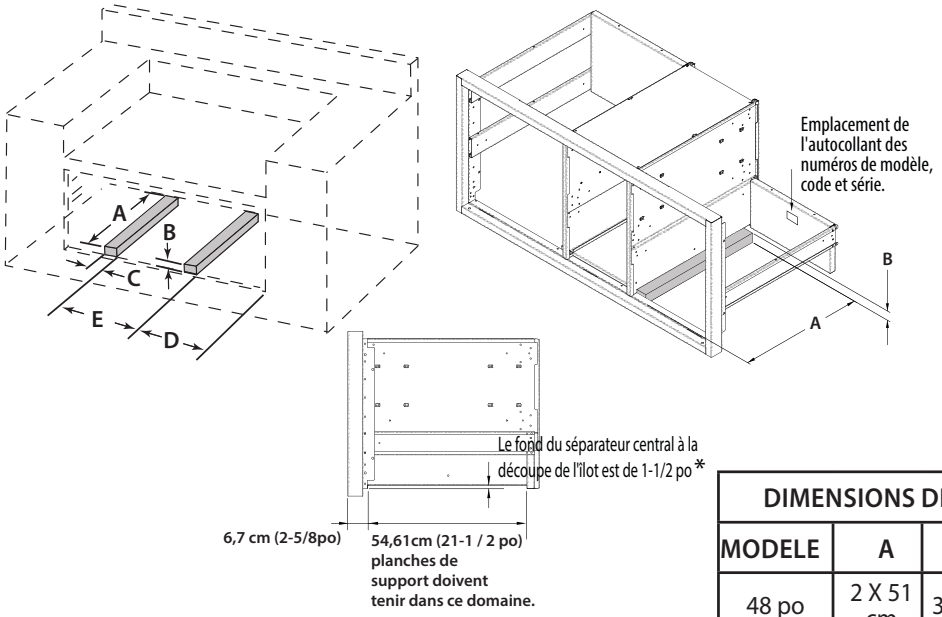

Fig. 4A
2. Placez des pièces 2 x 4 pour fournir un support à la structure des tiroirs aux emplacement indiqués sur la figure (Fig. 4A).